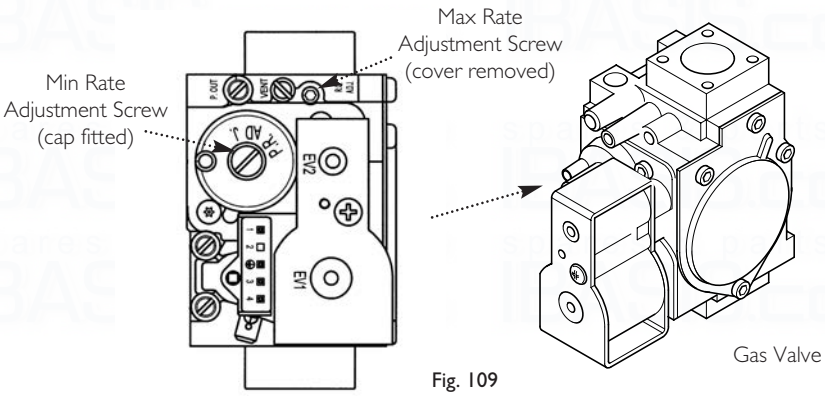

Fig. 109
9. It is possible to alter the CO_2 by adjustment of the gas valve. Remove the plastic cover from the 'Max Rate' adjustment screw. At maximum rate the 'Max. Rate' adjustment screw should be turned, using a suitable hexagon key, until the correct reading is obtained (Fig. 109). Turning clockwise will reduce the CO_2. Anticlockwise will increase the CO_2.
11. With the boiler on minimum, the 'Min. Rate' adjustment screw must be altered, using a suitable hexagon key, after removing the cap (Fig. 109). If the CO_2 is reset at either boiler rate it must be rechecked at the other rate and also adjusted if required.